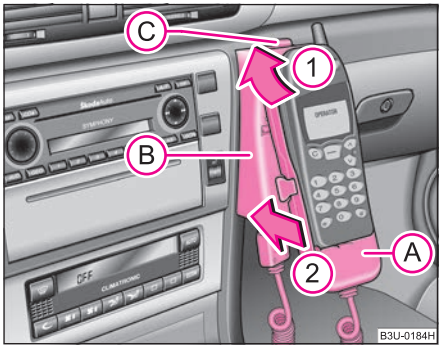

Fig. 133 Universal telephone connection at the front
– First insert the adapter without the mobile phone into the mount (B) in the direction of arrow (1) ⇒ fig. 133 until the adapter is touching the stop. Press the adapter slightly in the direction of arrow (2) until it locks into position.
– Insert the mobile phone into the adapter (A) (as specified in manufacturer's instructions) and switch on the ignition.